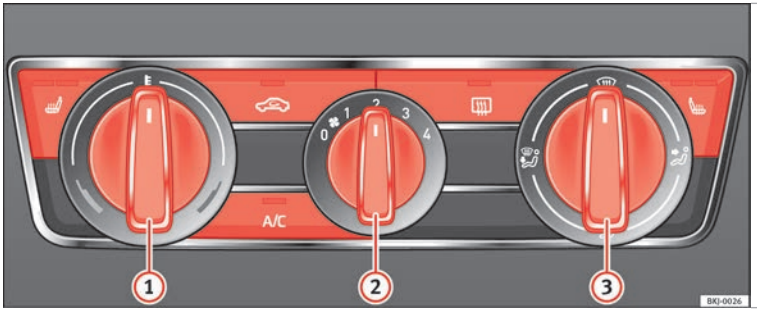

Fig. 146 Air conditioning controls on the dash panel.
- Disconnect the cooling system using button **A/C** ››› Fig. 146 (the button light turns off).
- Turn the temperature selector (1) to set the desired temperature inside the vehicle.
- Set the air distribution control (3) to the air flow configuration desired: (towards the windscreen), (towards the chest), (towards the footwell) and (towards the windscreen and footwell areas).